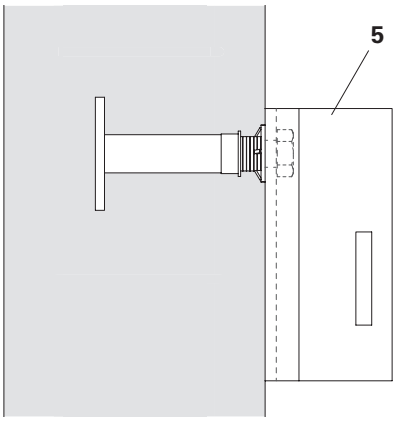

Abb. A6.02
2. Aufhängeschuh ASG (**5**) mit Schraube M24 x 70 (**15**) an der Ankerhülse befestigen. (Abb. A6.02)